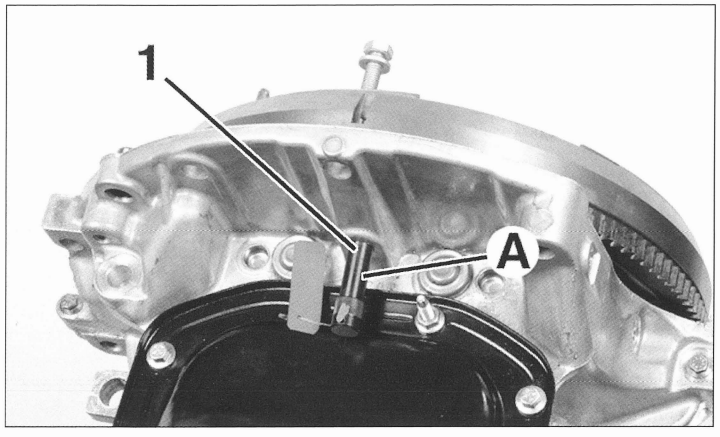
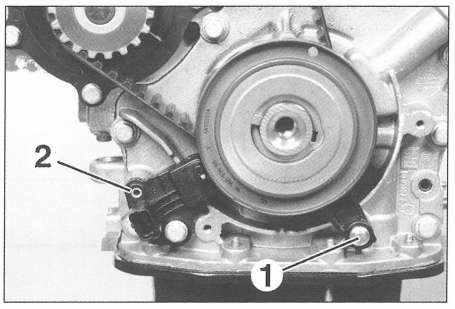
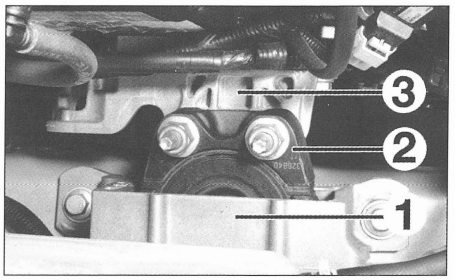
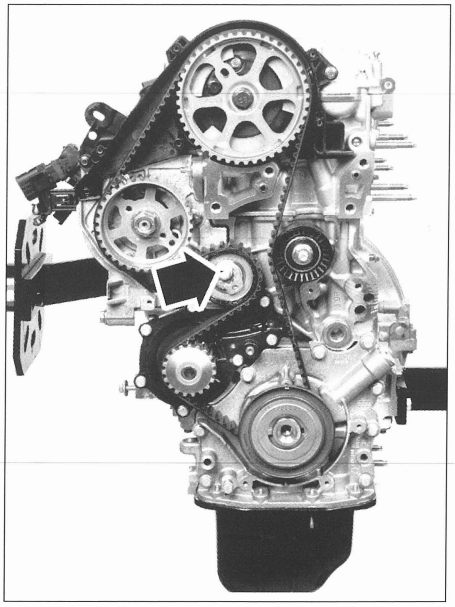

FIG. 7
FIG. 8
FIG. 11
FIG. 12
- Inmovilizar en rotación el volante motor con un útil apropiado o el útil Ford 303-734 ø 11,6 mm (A) **(fig. 7)** colocado en el taladro (1).
- el captador de régimen motor (2) **(fig. 8).**
- Desmontar el tornillo de la escuadra antidecalado (1).
- Desmontar el útil (A) (fig. 7).
- Desmontar el conjunto soporte motor (1) y (2), y el soporte motor intermedio derecho (3) **(fig. 11).**
- Aflojar el tornillo de fijación del rodillo tensor **(fig. 12)** para destensar la correa.
• Apretar el tornillo de fijación del rodillo tensor **(fig. 12).**
- la escuadra antidecalado (1) **(fig. 8)** y apretar a 0,5 daNm
- el captador de régimen (2).
• Aflojar el tornillo del rodillo tensor **(fig. 12).**
- el soporte motor intermedio derecho (3) **(fig. 11).**
- el conjunto soporte motor derecho (1) y (2).
- el pasador de volante motor (A) **(fig. 7).**
• Desmontar el pasador del volante motor (A) **(fig. 7).**